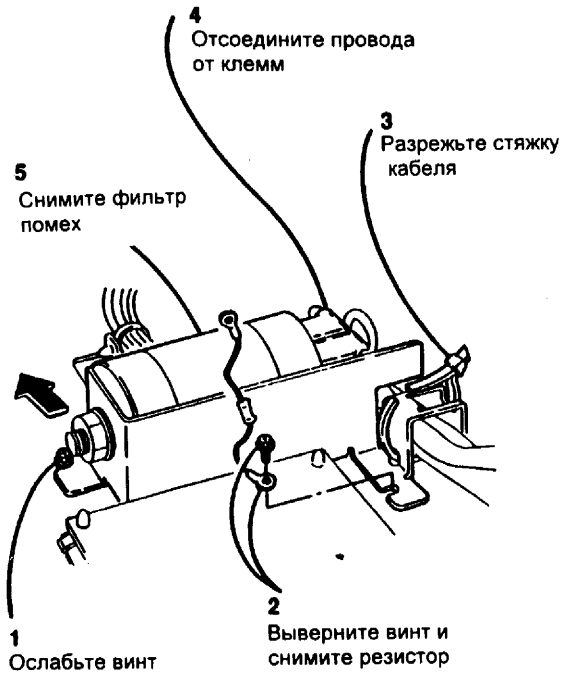

Рис. 1 Снятие фильтра помех
5. (Рис. 1) Снимите фильтр помех.